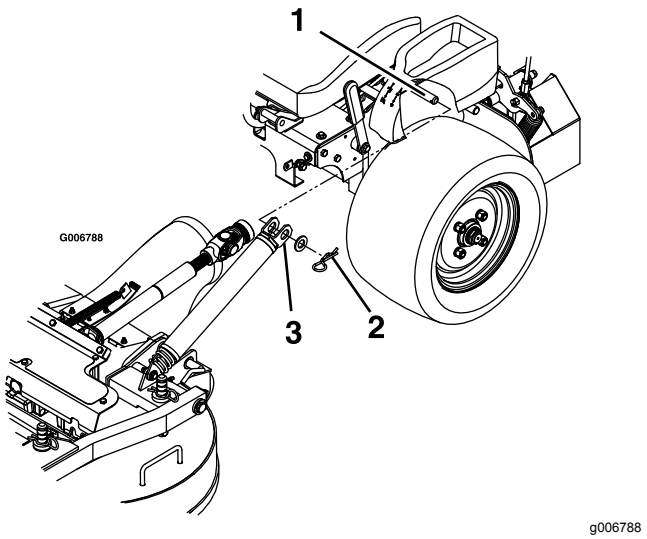

Figur 78
4. Ta bort hårnålssprintarna och brickorna högst upp på däckets lyftfjäder på varje sida av maskinen (Figur 78).
10. Montera fjädrarna på förankringssprintarna under vänster och höger konsol och fäst med en bricka och hårnålssprint (Figur 78).